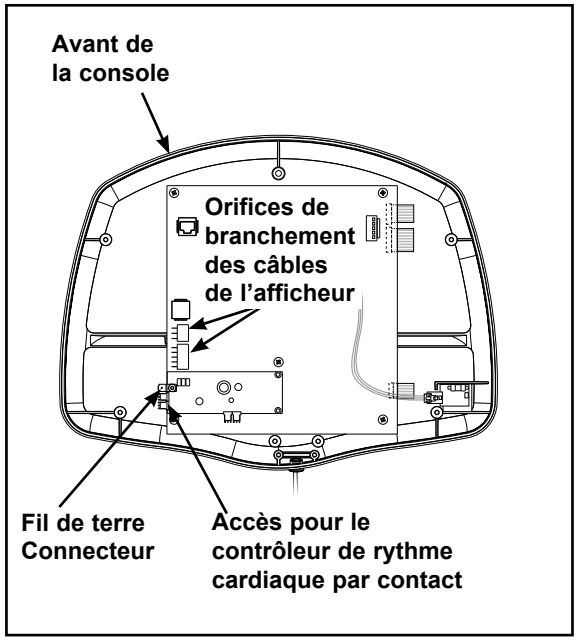

Figure 10
D. Repérez le câble de l'afficheur, le câble du dispositif de contrôle de rythme cardiaque et le fil de terre. Insérez les câbles dans le panneau de branchement de l'afficheur. Reportez-vous à la figure 10.